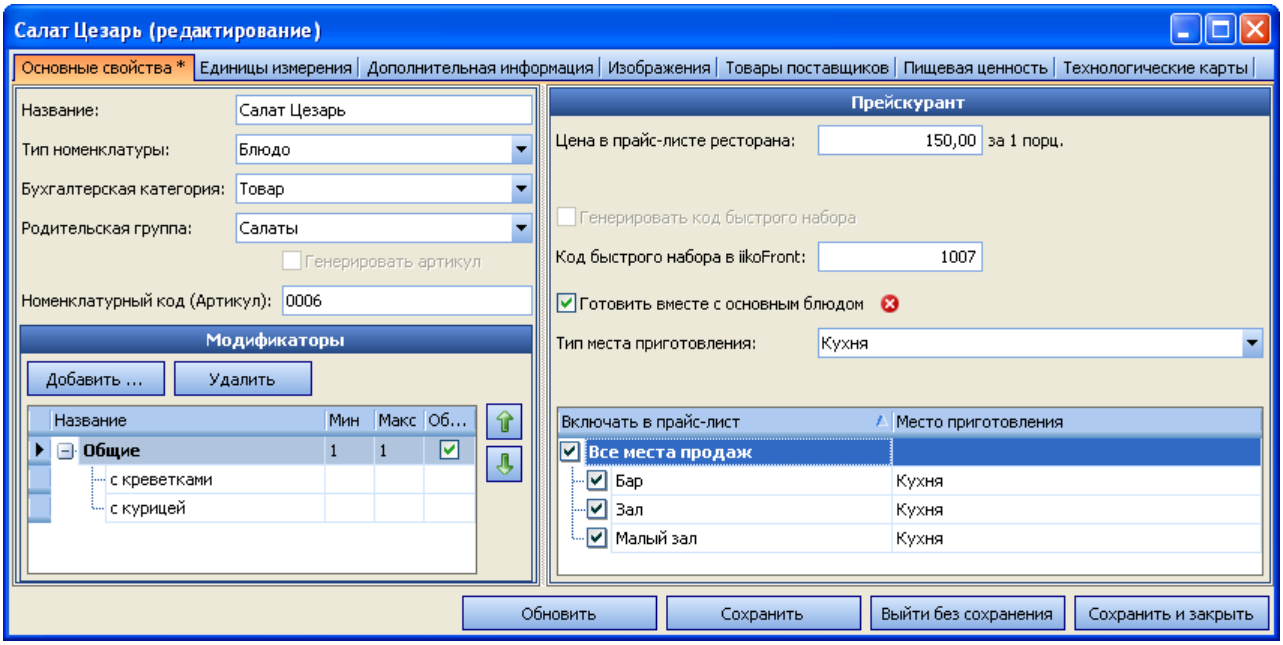

Рисунок 16 Элемент номенклатуры Блюдо
5. Если данный элемент предназначен для реализации, то определите те отделения, в прейскуранте которых он будет представлен. Для этого в списке, расположенном в правой части окна, поставьте галочки напротив названий этих отделений. А затем в поле **Тип места приготовления** задайте тип места приготовления элемента, который определяет зависимость отделения, в котором элемент будет готовиться, от места его продажи. Данная взаимосвязь определяется в настройках торгового предприятия. В итоге, в колонке **Место приготовления** отображаются те отделения, со склада которых будет производиться списание продуктов (см. Рисунок 16).